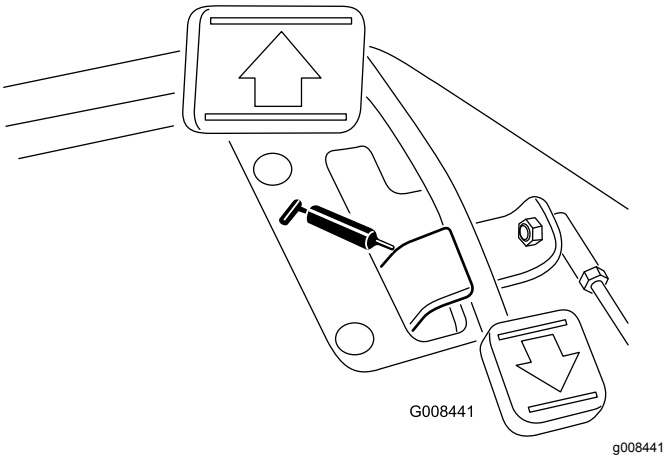

Figur 31
- Trekkpedaltapp (én) (Figur 31)